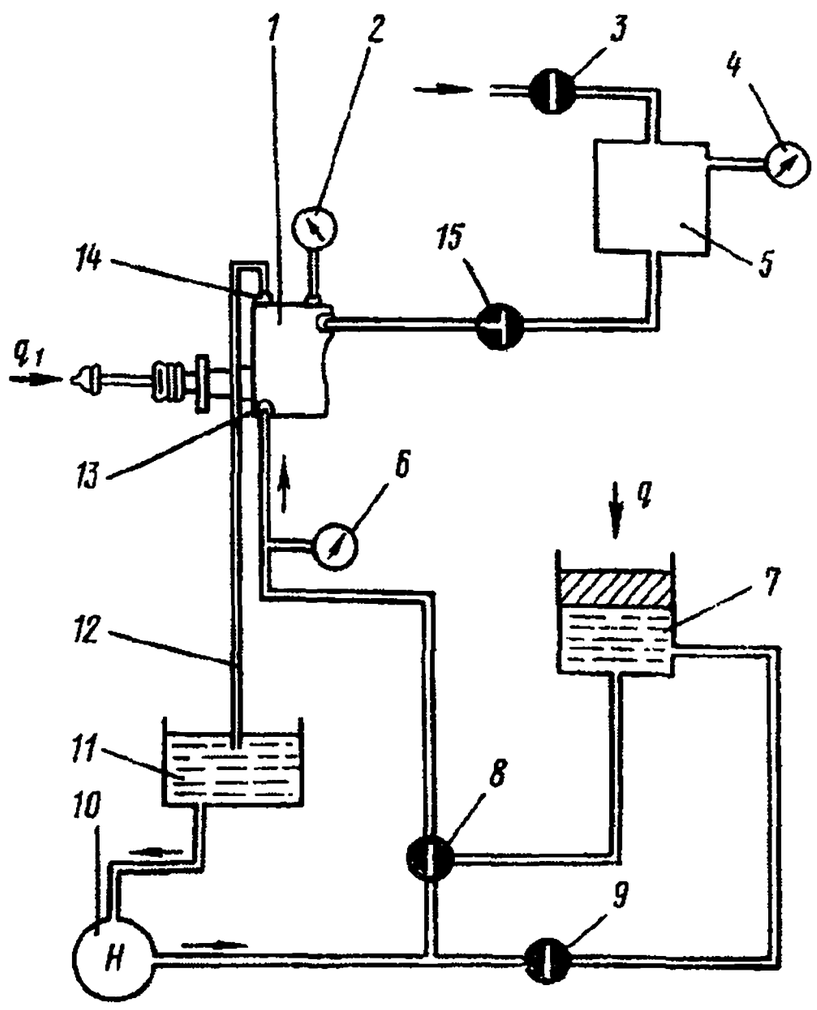
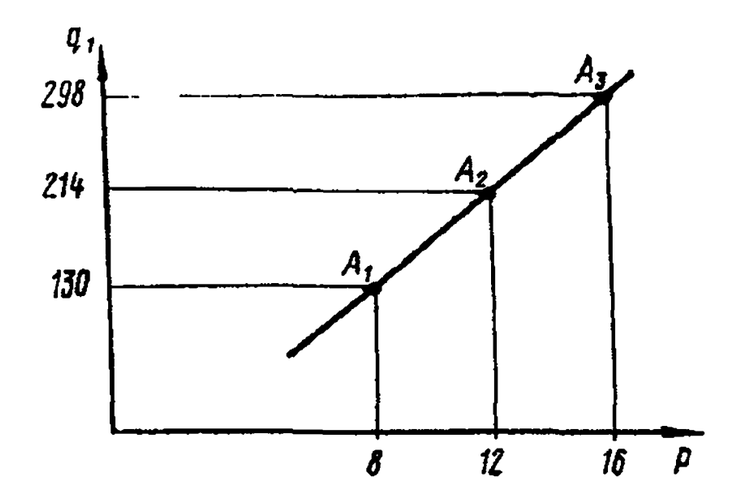

Рис. 134. Схема испытания пневмогидравлического усилителя сцепления:
Рис. 135. График нагружения контрольного цилиндра
Примечания. 1. Проверку производите на стенде, выполненном по схеме, указанной на рис. 134. Перед проверкой гидросистема должна быть заправлена тормозной жидкостью «Нева». Заполнение тормозной жидкостью и прокачку воздуха производите при помощи насоса *10*, бачка *11* и перепускного клапана *14*, установленного на пневмоусилитель.
3. Проверка на работоспособность производится при совместной работе всех элементов пневмоусилителя. Для проверки испытаний на упоре q_1 должен быть установлен динамометр. Груз *q* должен иметь три значения A_1, A_2, A_3, обеспечивающих давление в гидросистеме усилителя (*P*) 784, 1156, 1569 кПа (8, 12 и 16 кгс/см²). Давление воздуха, подводимое к пневмосистеме во время испытаний, не должно падать ниже 589 кПа (6 кгс/см²). При нагружении контрольного цилиндра *7* грузом *q* по трем вышеуказанным значениям усилие на штоке толкателя должно соответствовать графику, приведенному на рис. 135. При выдержке в каждой указанной на графике точке в течение 15 с показания манометров *2*, *6* (см. рис. 134) динамометра не должны меняться.